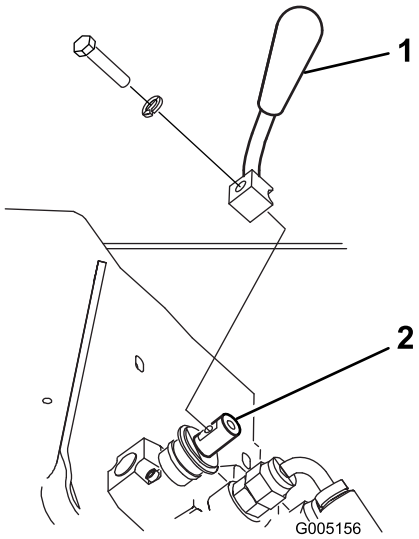

Figura 3
2. Sujete la palanca a la válvula selectora de velocidad usando el perno y la arandela de freno, según se muestra en Figura 3.